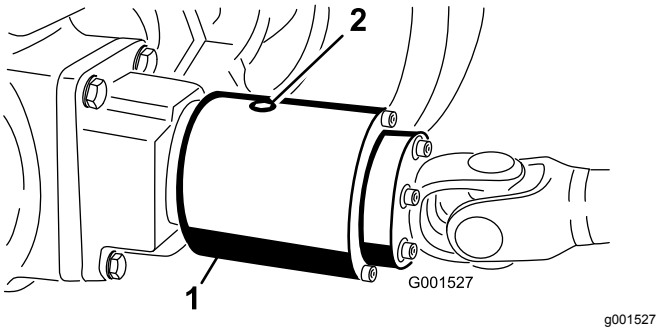

Figur 63
3. Drej koblingen, så kontrolproppen vender nedad (Figur 63).